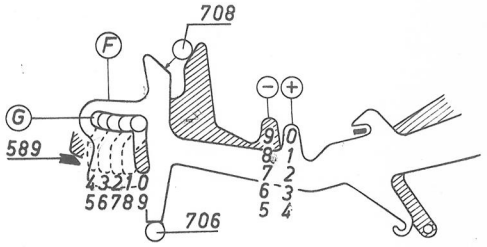

Fig.5
Die M-Tastenhebel bestimmen mit Hilfe ihrer ungleichformten Kurvennuten die verschiedene Anzahl der den Tastennummern entsprechenden Umdrehungen. Betätigt man eine M-Taste, schwenkt der Tastenhebel mit seinem hinteren Teil in Pfeilrichtung F (Fig.5), wobei die Achse (678),der Form der Kurvennute G (Fig.5) entsprechend,nach hinten gedrückt wird.
Die Tastenhebel 0 und 9 haben jedoch eine gerade Kurvennute und beeinflussen die Achse (678) nicht. (Siehe Fig.5).
Um mit Sicherheit ein Betätigen von zwei M-Tasten zu gleicher Zeit zu verhindern, wirken in gewissen Fällen auch die Achse (708,Fig.5) und die Startkurve (635,Fig.1) als Sperre.
Fig.5 zeigt die Tastensperre (589) in Sperrstellung. Die Achse (706) bestimmt die Grundstellung der Tastenhebel.